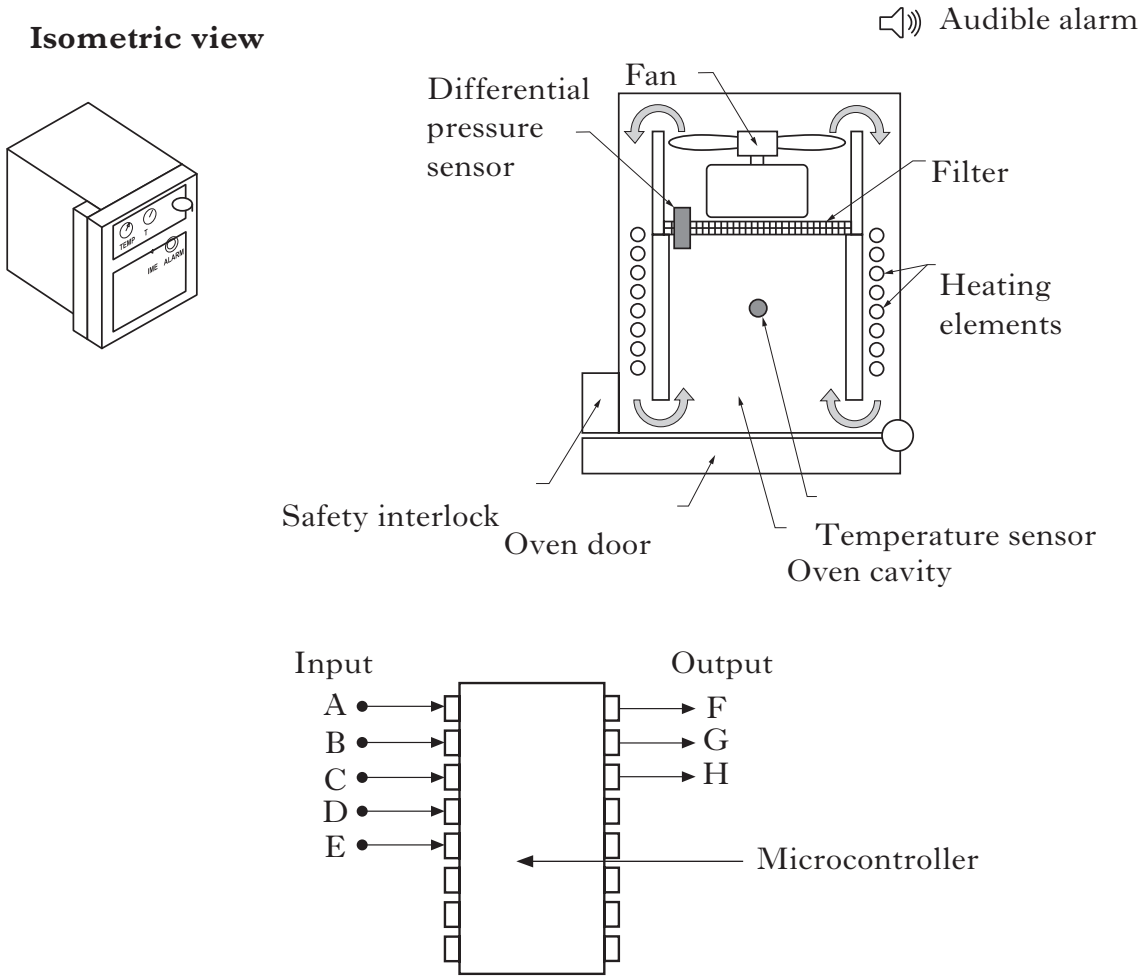

Figure Q12
12. Figure Q12 illustrates the main parts of a fan assisted bread oven with circulating air flow.